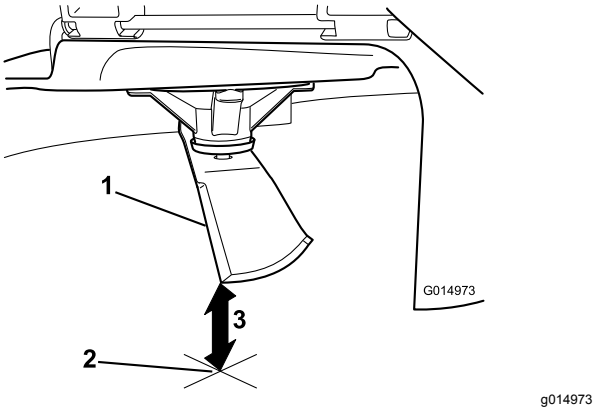

Figur 105
5. Mål fra knivtuppen til den flate overflaten (Figur 105).